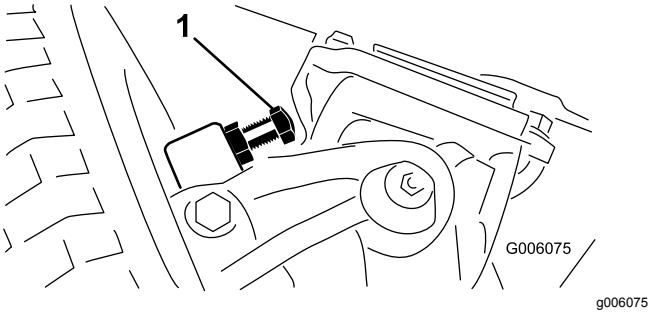

Figur 67
1. Gänga in eller ut skruvarna tills du får ett spel på 0,23 cm, se Figur 67.